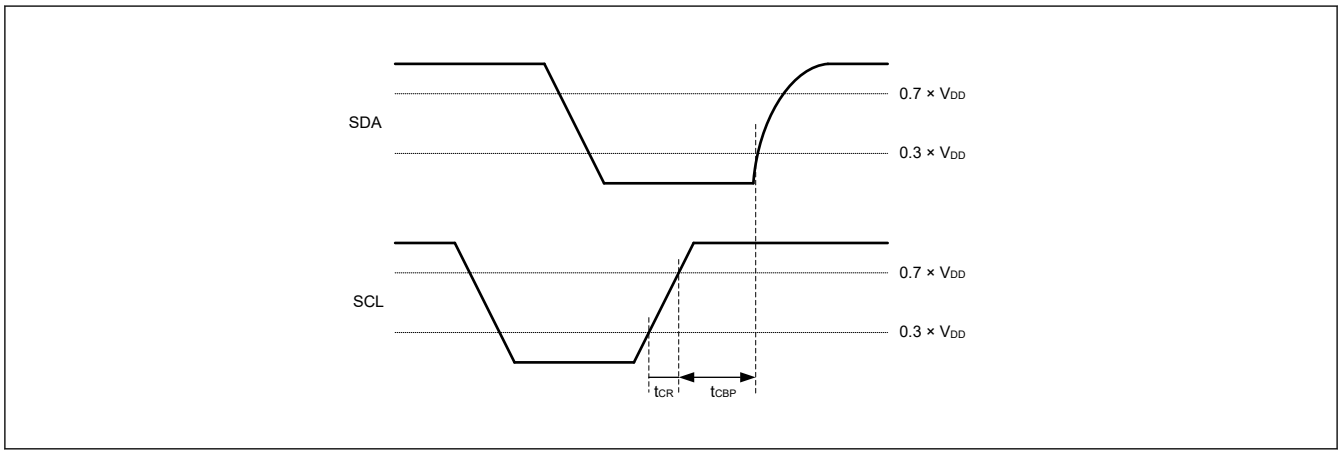

**図 42.46　I3C ストップコンディションタイミング**
| | ストップ (P) コンディション前クロック | $t_{CBP}$ | $t_{CASmin}$ / 2 | — | 秒 | 図 42.46 |